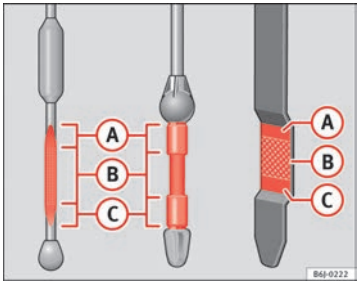

Fig. 118 Engine oil dipsticks
The dipstick shows the engine oil level. ⇒ Fig. 118.
- The oil level must never exceed area (A) ⇒ Fig. 118. Risk of damage to the exhaust system!